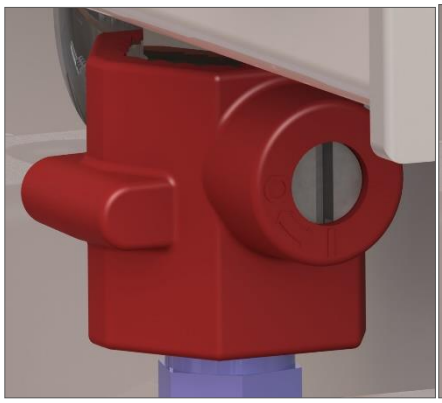

Afbeelding 6.4.1: Kogelkraan **open**
5. Open de kogelkraan (afbeelding 6.4.1).